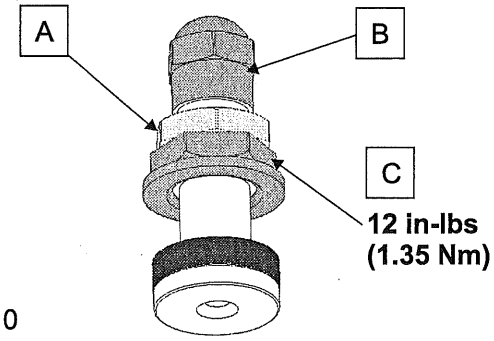

Fig. 10
4. Refer to Fig. 10. On Type 2 valve stems (with no holding slot) tighten upper nut (A) to stem cap (B).
5. Hold nut (A) to prevent valve stem rotation, and torque lower stem nut (C) to specification using an open end torque wrench.